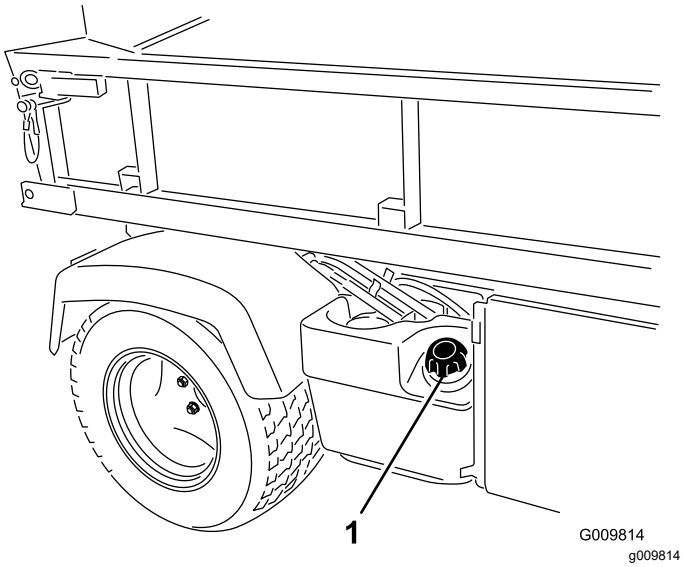

Figur 14
2. Ta bort tanklocket (Figur 14).